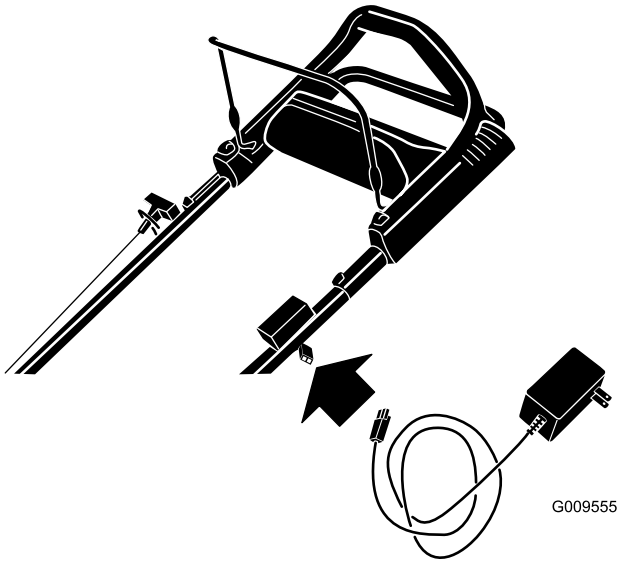

Figur 23
1. Anslut laddaren till ledningsnätet, som finns nedanför tändningsnyckeln (Figur 23).